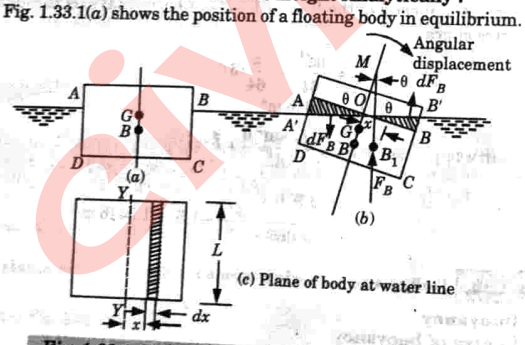

Fig. 1.33.1. Metacentre height of floating body.
1. Fig. 1.33.1(*a*) shows the position of a floating body in equilibrium.
3. Let the floating body be given a small angular displacement in the clockwise direction as shown in Fig. 1.33.1(*b*).
12. From the Fig. 1.33.1(*c*) it is clear that $2\int x^2\, dA$ is the second moment of area of the plane of the body at water surface about the axis *Y-Y*. Therefore,